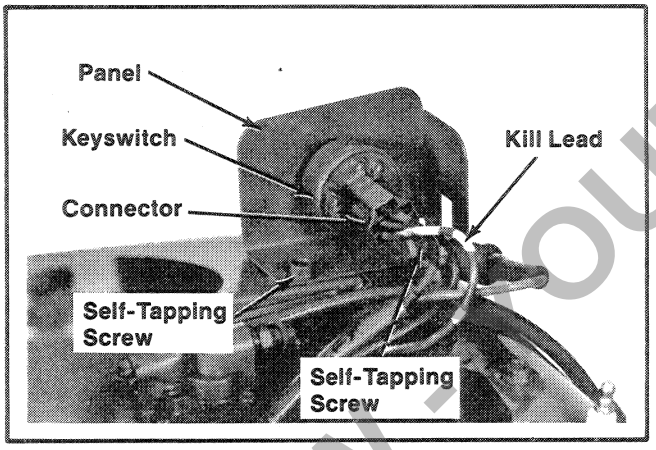

**Figure 11-44. Installing Keyswitch.**
2. Install the panel with keyswitch and self-tapping screws. Install the kill lead to connector. Install the connector to back of keyswitch. Refer to Figure 11-44.